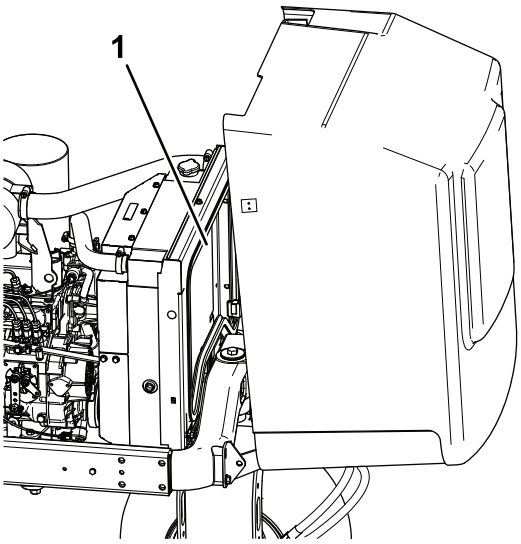

Rysunek 69
5. Dokładnie oczyść obie strony chłodnicy wodą albo sprężonym powietrzem (Rysunek 69).